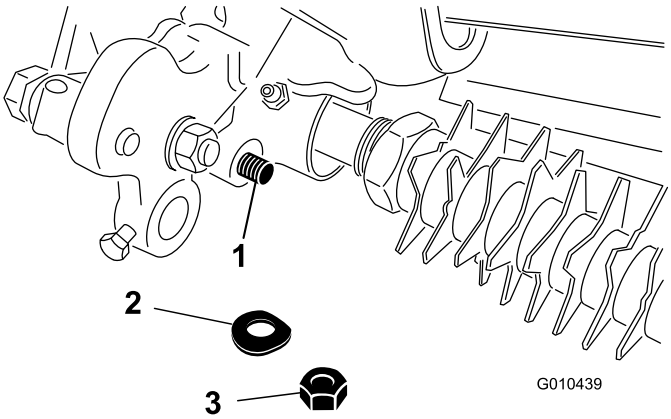

**Figura 31**
4. Retire la contratuerca y la arandela de muelle que sujetan el extremo de la varilla del brazo de ajuste de la altura de corte al conjunto de transmisión del acondicionador (Figura 31).